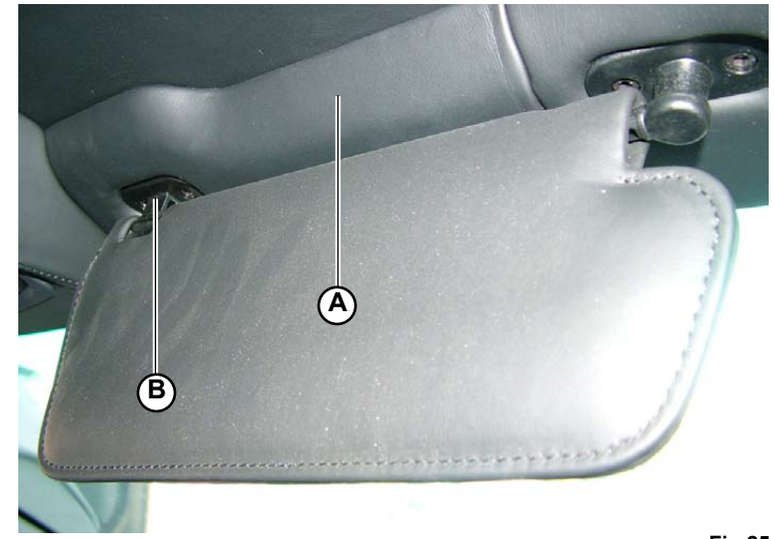

Fig.25
1. Exert pressure on the surfaces of the front cross members (**A-Fig.25**) to insert the finned anchors into their housings (the 2 front cross members are also held in place through subsequent assembly of the sun visors (**B-Fig.25**).